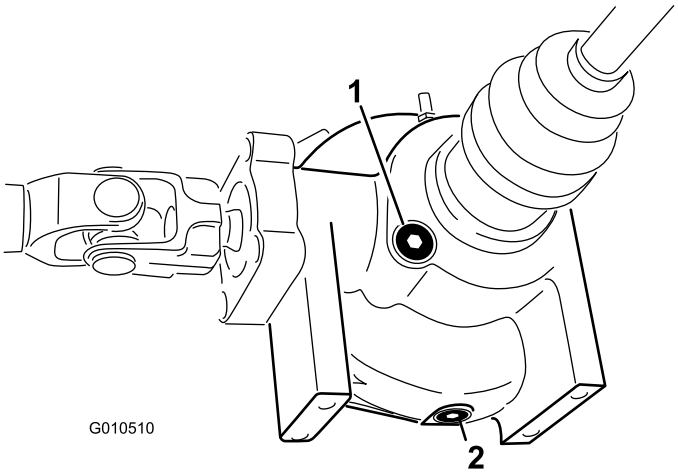

**Figur 51**
2. Rengjør området rundt tappepluggen på siden av differensialen (Figur 51).